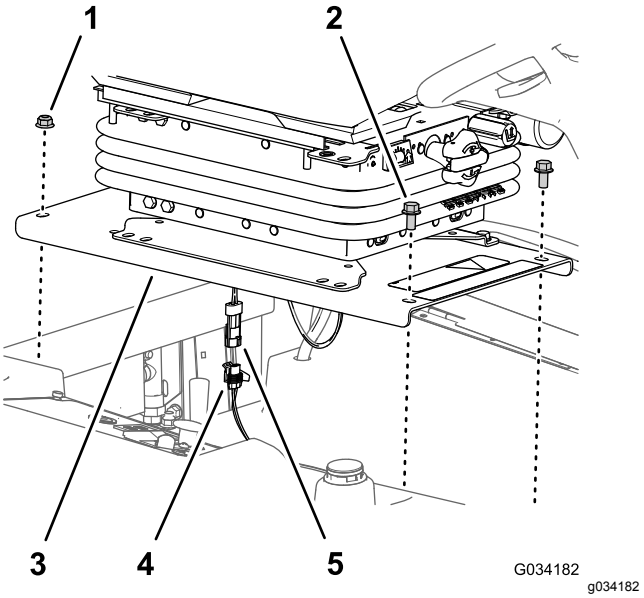

Figuur 36
1. Verwijder de 2 flenskopbouten (3/8 x 3/4") waarmee de voorkant van de stoelplaat aan het chassis van de machine is bevestigd (Figuur 36).
2. Verwijder de 2 flenskop-borgmoeren (⅜") waarmee de achterkant van de stoelplaat op het chassis van de machine gemonteerd is (Figuur 36)
4. Koppel de stekker met 2 pinnen van de kabelboom van de dodemansknop los van de connector met 2 contacten van de kabelboom van de machine (Figuur 36).
2. Koppel de stekker met 2 pinnen van de kabelboom van de dodemansknop aan op de connector met 2 contacten van de kabelboom van de machine; zie Figuur 36.
3. Lijn de achterste gaten in de stoelplaat (Figuur 36) uit met de 2 slotbouten (⅜" x 1") in het radiateurkanaal.
4. Monteer de stoelplaat (Figuur 36) op de slotbouten met de 2 flensborgmoeren (⅜") die u hebt verwijderd in stap 2 van De stoel en stoelplaat monteren (bladz. 43).
5. Lijn de voorste gaten in de stoelplaat (Figuur 36) uit met de draad van de tankstangen.
6. Monteer de stoelplaat (Figuur 36) op de tankstangen met de 2 flenskopbouten (⅜" x ¾") die u hebt verwijderd in stap 1 van Toegang tot de zekeringhouder en Standard Control Module (bladz. 52).